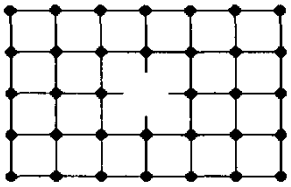

Рис. 10
33. К какой группе дефектов кристаллических структур можно отнести дефект представленного на рис. 10 фрагмента кристаллической решетки?